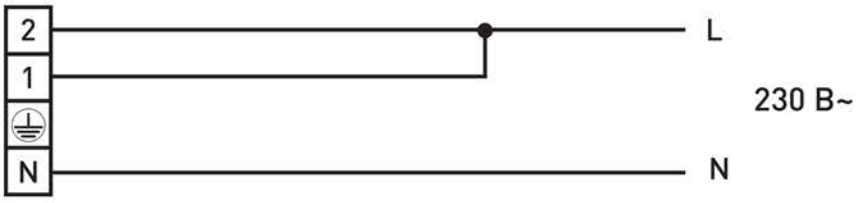

Рис. 3
– заведите сетевой провод в боковую заглушку через сальник и подключите заранее подготовленные концы кабеля согласно маркировке (рисунок.3)